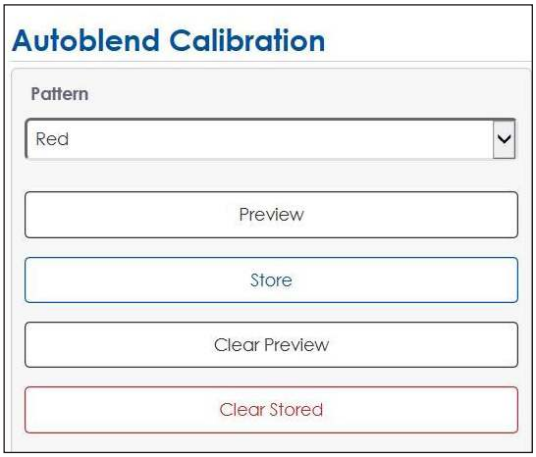

Figure 99: *Output Color Patterns*
3. Choose a display output color from the **Pattern** drop-down list to view the display's current color calibration and evaluate the need for automatic module adjustment. Refer to **Figure 99**.